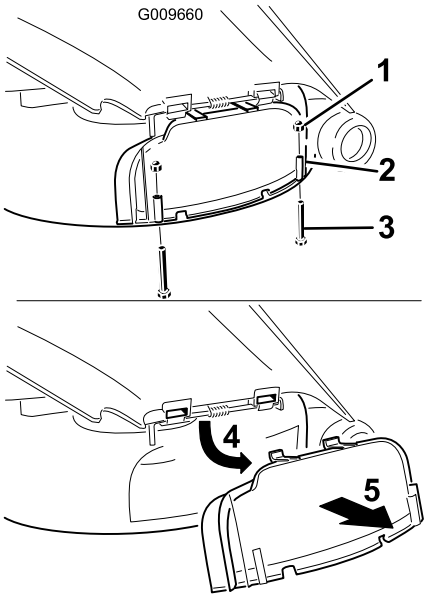

**Figur 23**
3. Fjern de to boltene og mutterne som fester utslippsdekselet til gressklipperen (Figur 23).